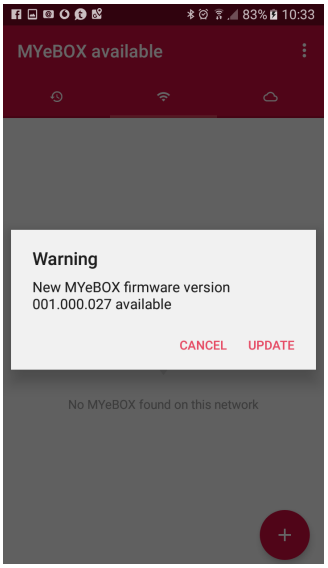

Abbildung 25: MyEBOX-Anwendungsbildschirm mit einer neuen Version.
5.-Sobald das Gerät mit der Anwendung verbunden ist, müssen Sie überprüfen, ob eine aktuellere Version der Firmware des Geräts vorhanden ist. Wenn es eine neue Firmware-Version gibt, zeigt die Anwendung die Meldung in **Abbildung 25** an